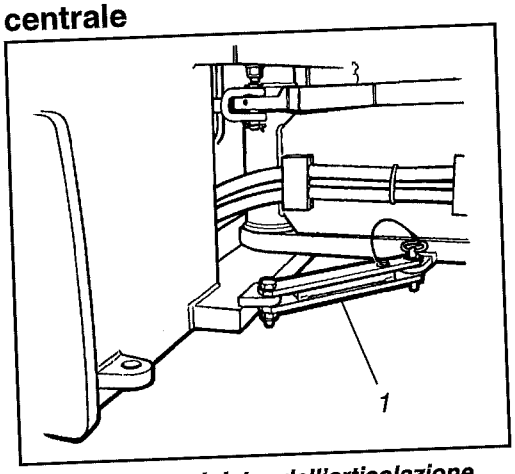

*Fig. 32* ***Lato sinistro dell'articolazione***
1. Bloccare l'articolazione secondo la fig. 32.